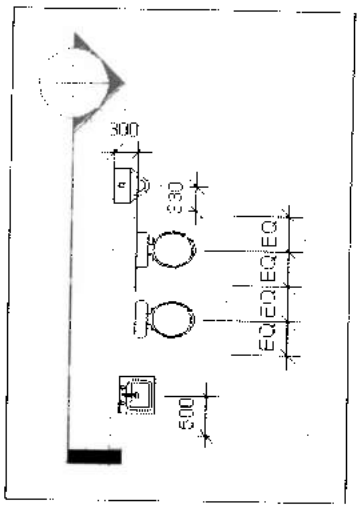

Рис. 40.28. *Размещение оборудования*
5. Установить сантехническое оборудование — два унитаза, раковину и писсуар (рис. 40.28). Перед установкой раковины предварительно создать рабочую плоскость для ее установки.
i. На ленте **View** (Вид) в разделе **Create** (Создать) выбрать инструмент **Section** (Разрез) и создать разрез, как показано на рис. 40.28.